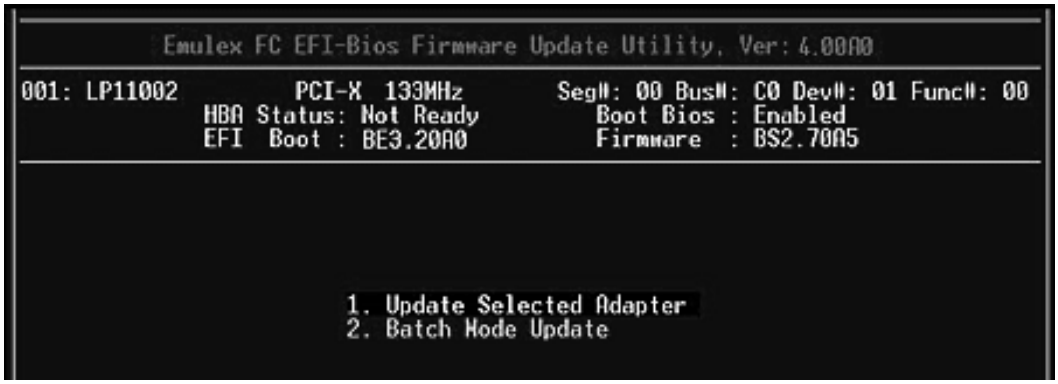

Figure 58: Update Selected Adapter
1. On the main EFI utility menu select **2. Firmware Update**, and press **<Enter>**. The Firmware Update Utility menu is displayed (Figure 58).